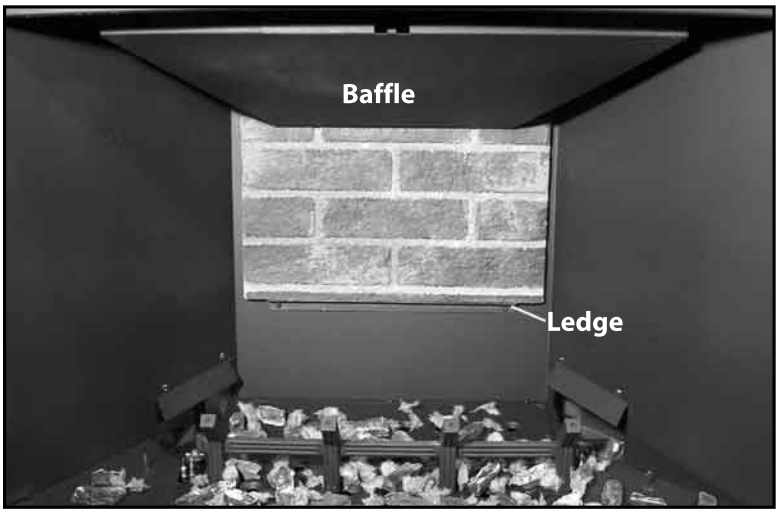

Figure 37. Back Panel In Place.
2. Slide center brick panel up behind the baffle (shown in Figure 37) and rest the bottom of the panel on the ledge.